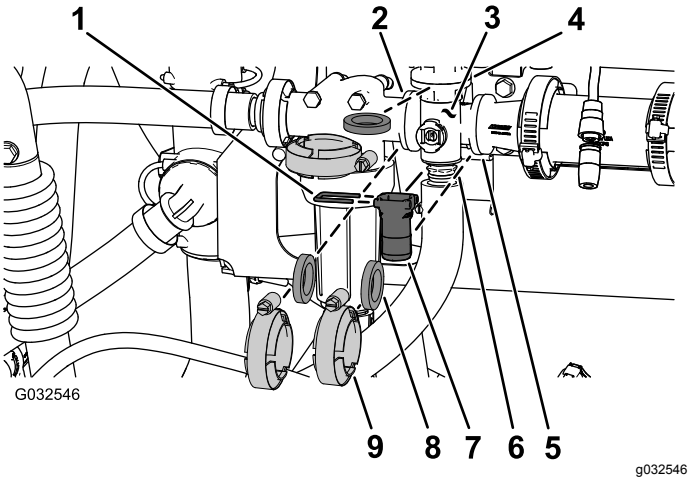

Figuur 106
1. Verwijder de klemmen en pakkingen waarmee de verdeler voor de mengklep bevestigd is aan de mengomloopklep, de kop van het drukfilter, de verloopkoppeling en de adapterfitting (mengdosisklep); zie Figuur 106.